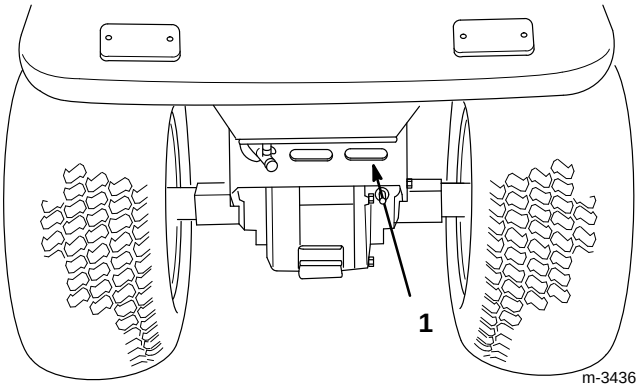

Figure 10
6. Le capot de la boîte-pont arrière joue un rôle de prise d'air pour le refroidissement de la transmission. Le débarrasser des débris avant toute utilisation du tracteur (Fig. 10).